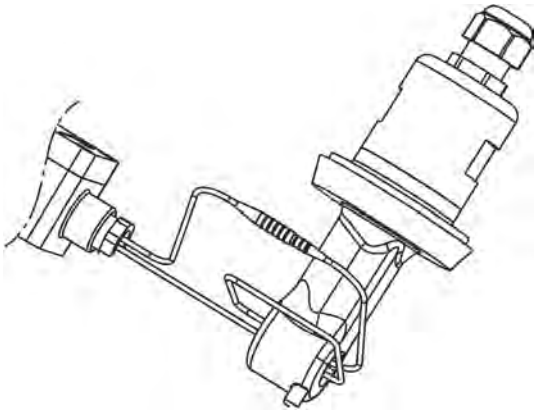

Fig. 77: Collegamento delle estremità del filo
8. Collegare le estremità del cavo del circuito del conduttore dell'adattatore di calibrazione. (Vedi Fig. 77 .)